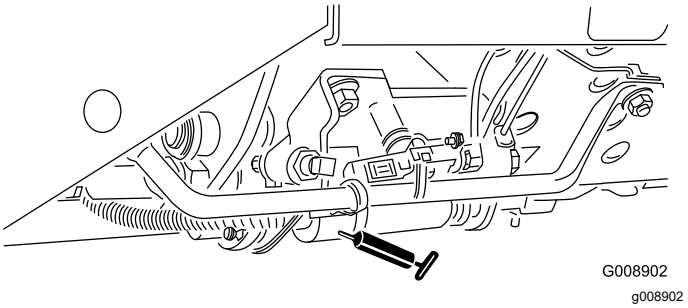

Figur 68
- Skjutreglage för klippning/transport (Figur 68)